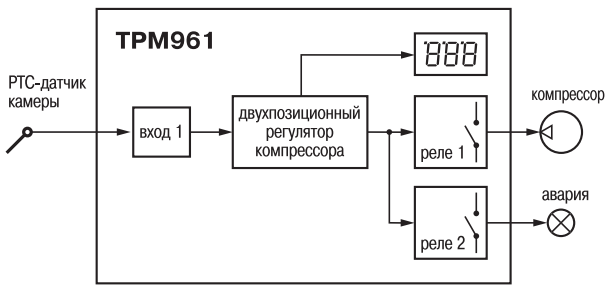

Рис. 2
3.2.1. Функциональная схема прибора приведена на рис. 2.